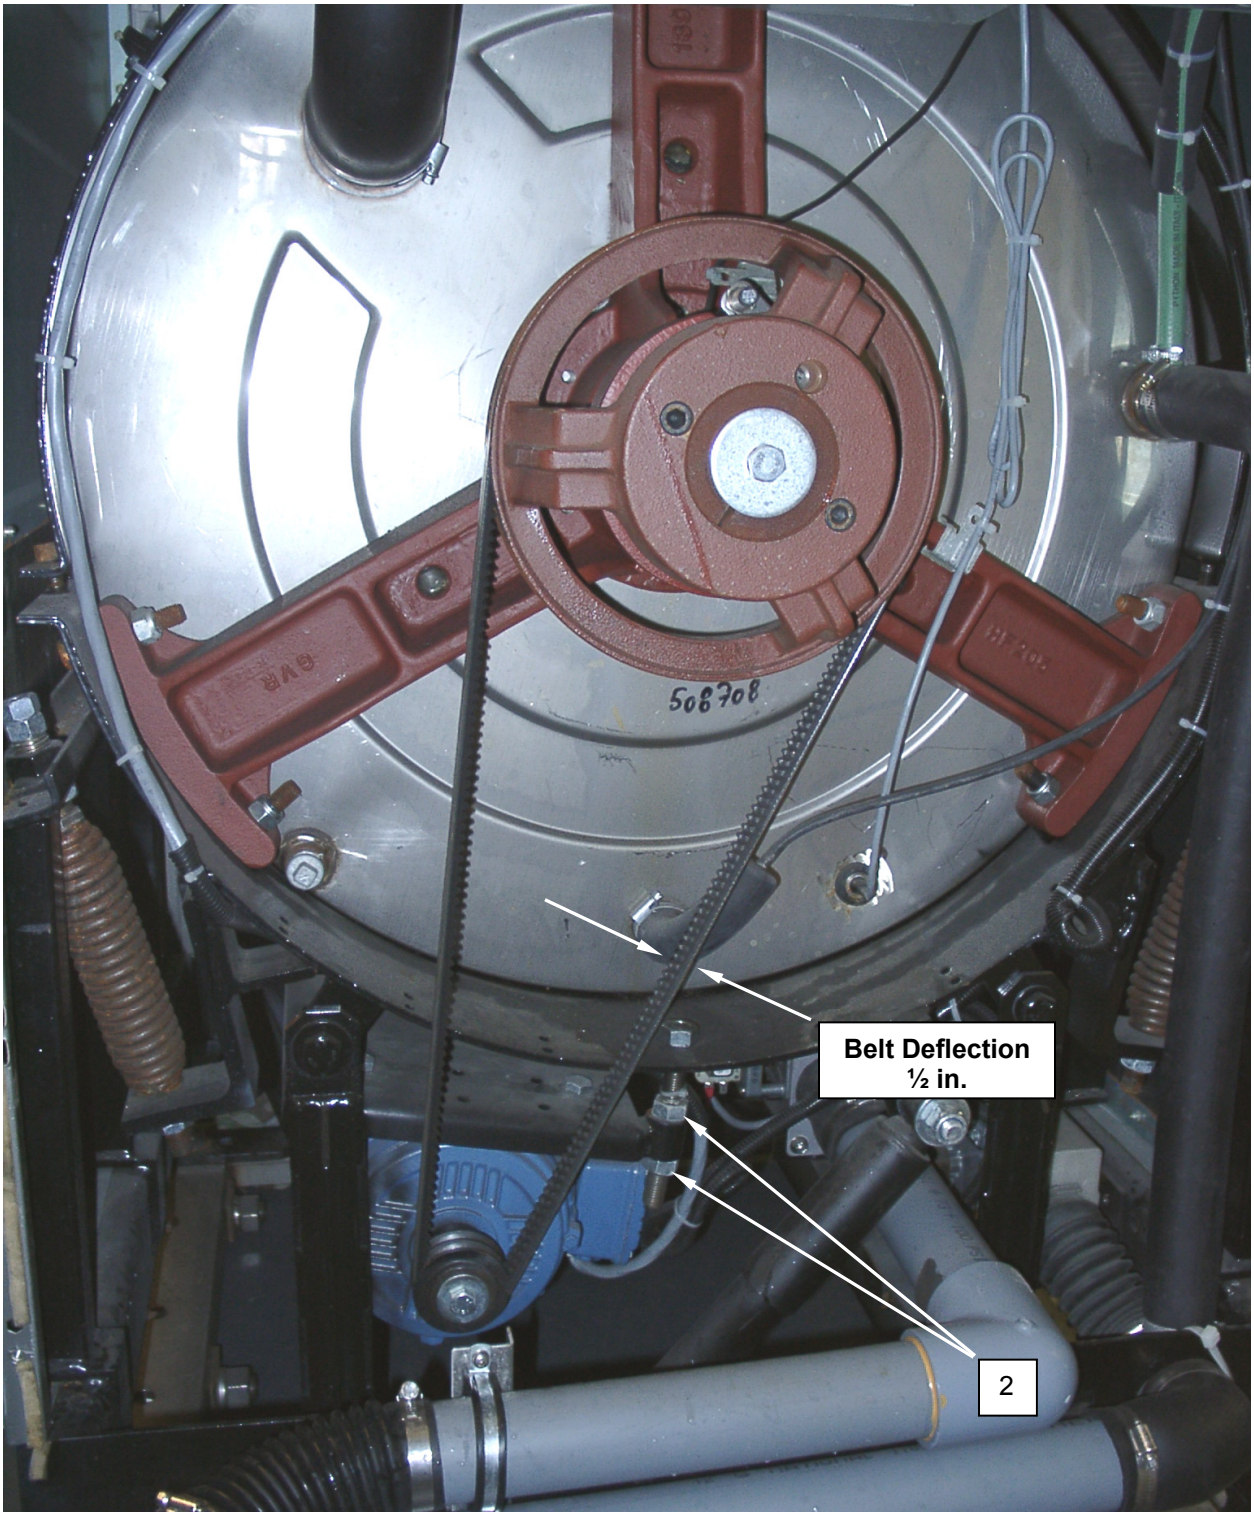

Figure 2. Adjust the Washer Drive Belts.
2. Adjust and tighten locknuts on adjustment bolt **(Figure 2, Item 2)** as necessary.